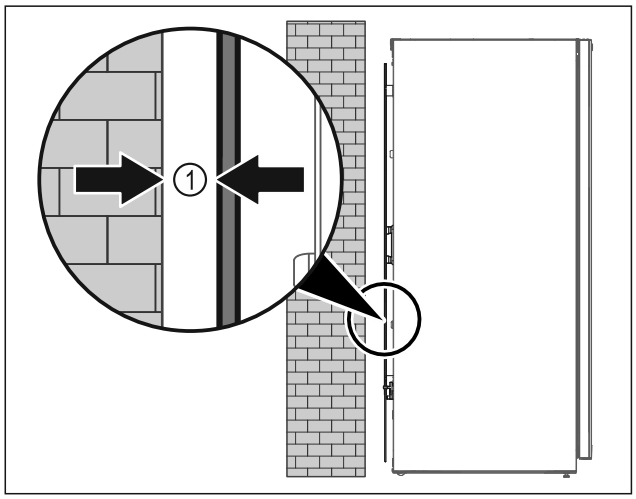

Fig. 47
▶ Установите устройство или свободно в помещении или прямо к стене на расстоянии 5 мм *Fig. 47 (1)*.